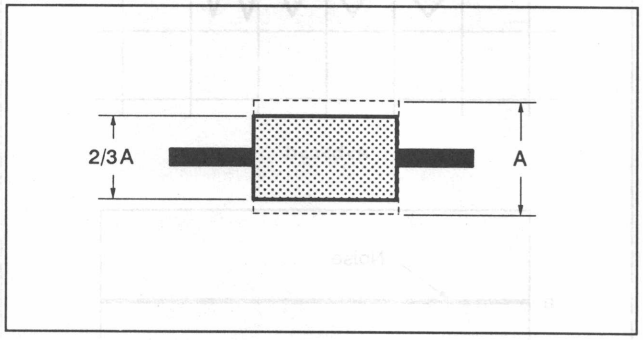

Fig. 7-79.
2) Set the SEL switch of the track shift & monitor jig to ON, and turn the track shift knob until the RF waveform amplitude becomes 2/3. (See Fig. 7-79.)